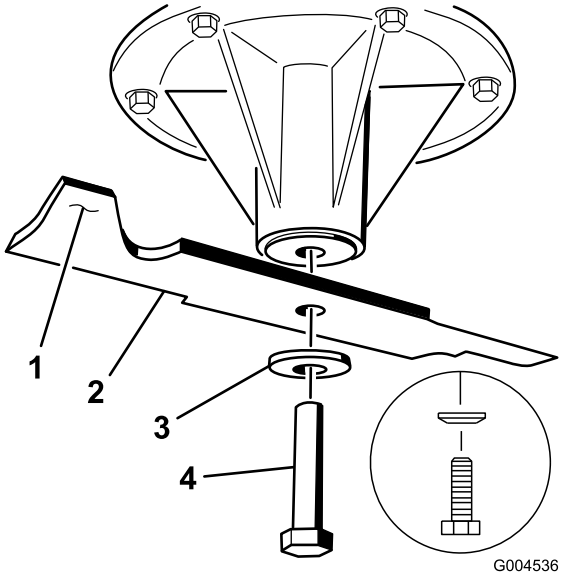

Figur 94
Bemærk: Hvis skærekniven forbliver i en vandret position, er skærekniven afbalanceret og kan benyttes. Hvis skærekniven ikke er afbalanceret, skal der slibes lidt mere metal af enden af sejlområdet (Figur 94). Gentag denne procedure, indtil skærekniven er afbalanceret.
1. Monter skærekniven på spindelakslen (Figur 94).
Bemærk: Monter fjederdiskens konus nærmest boltens hoved (Figur 94). Tilspænd knivbolten med et moment på 115 til 150 Nm.